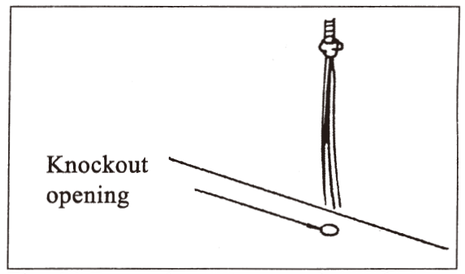

Fig. 14 Route the power supply cord
8. Locate the range hood on the bottom of the cabinet. Thread the power supply cord through the knockout and secure the power cord on the hood. (Fig. 14)